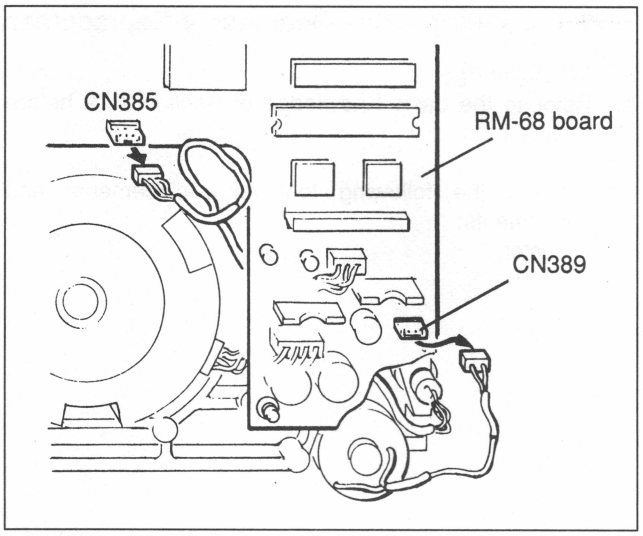

Fig.7-19-2 Connector Disconnection
3. Connector Disconnection (Fig. 7-19-2)